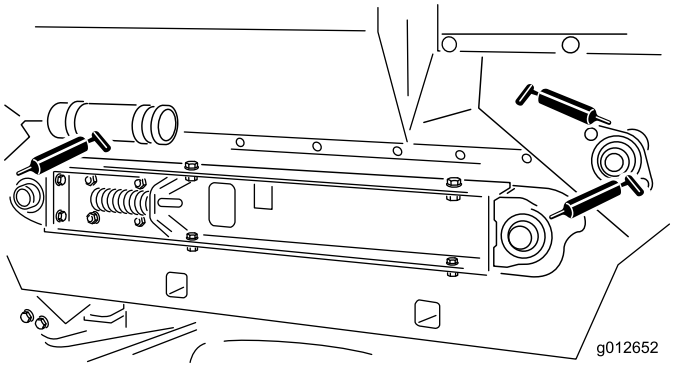
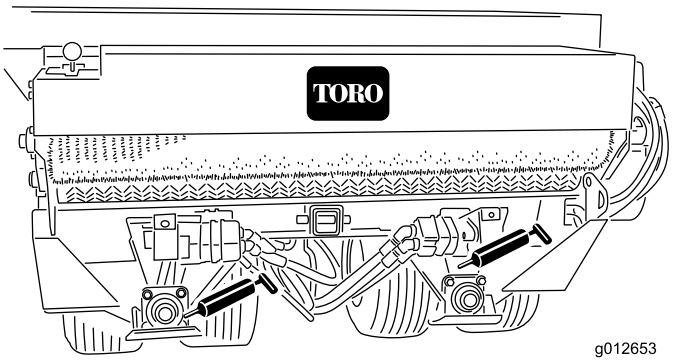

Rysunek 12
Rysunek 13
Położenie smarowniczek i częstotliwość smarowania: łożyska wałka rolki (4) (Rysunek 12), łożysko wałka szczotki (1) (Rysunek 12), łożyska trzpieni (4) (Rysunek 13) i łożyska kół (4) (Rysunek 13).